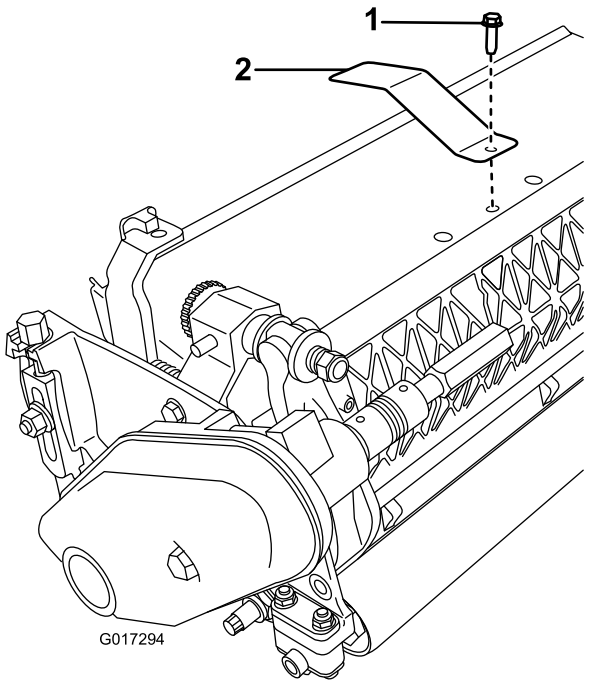

Figuur 3
2. Verwijder de middelste bout van het grasscherm (Figuur 3).
3. Monteer de doelplaat bovenop de maai-eenheid. Gebruik daarvoor de bout die u eerder verwijderd hebt (Figuur 3).